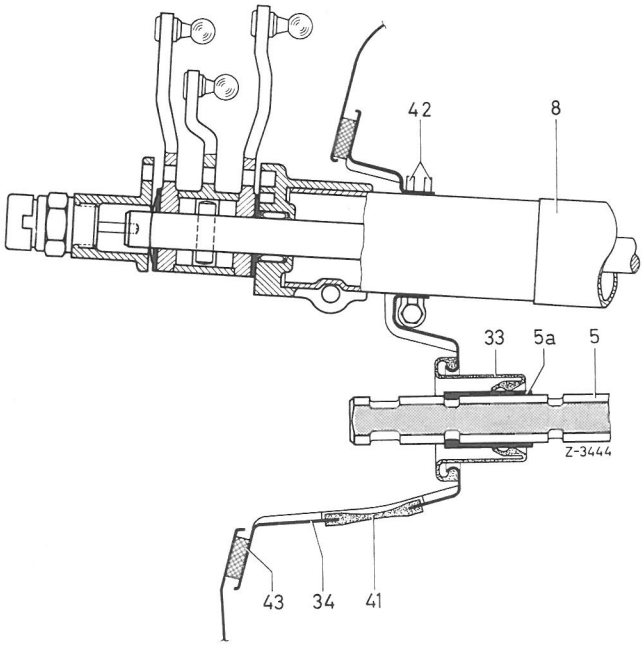

Fig. 46-14/3
13 Klemskruen i spændebåndet (42) løsnes, afdækningspladen (34) tages fra ratsøjlen (8) (fig. 46-14/3).